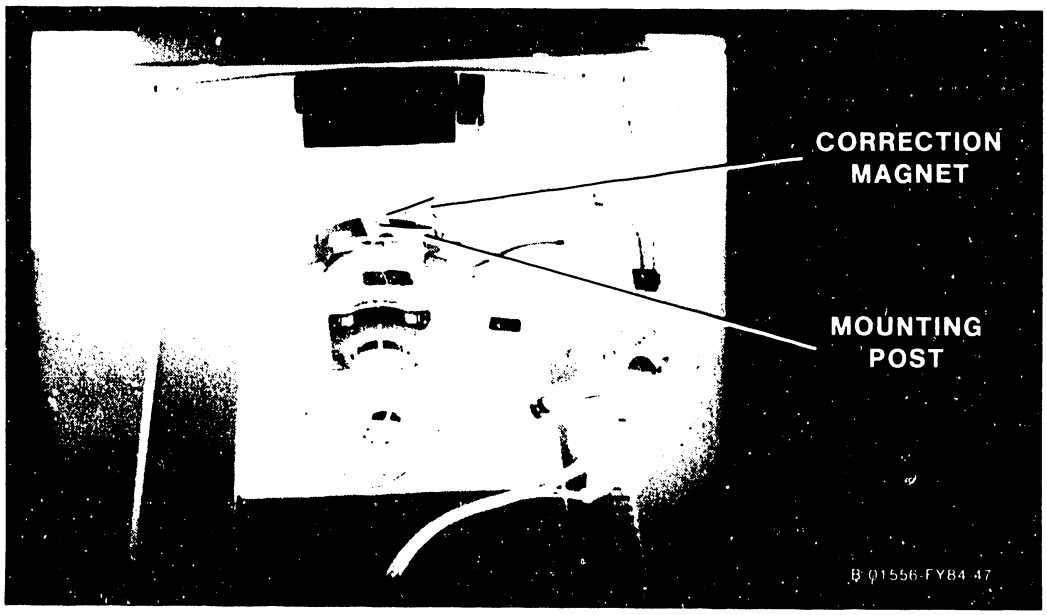

Figure 5-5b. Yoke Adjustments
17. If either type of distortion exceeds ± 1/16 inch (1.5 mm), adjustment of the magnets mounted on the posts around the perimeter of the deflection yoke is required (Figure 5-5b). Rotate the magnet closest to the area of greatest distortion to make the correction.